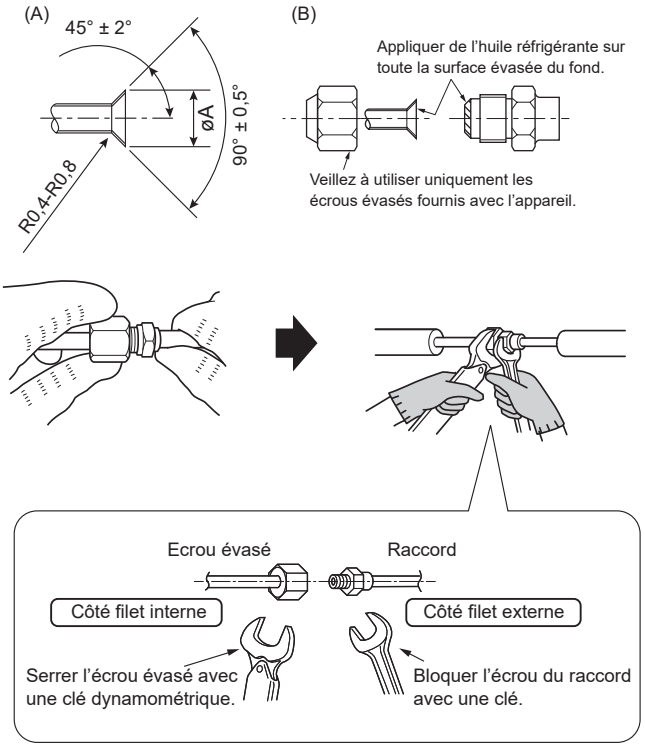

Fig. 4-1
4.2. Connexion des tuyaux (Fig. 4-1)